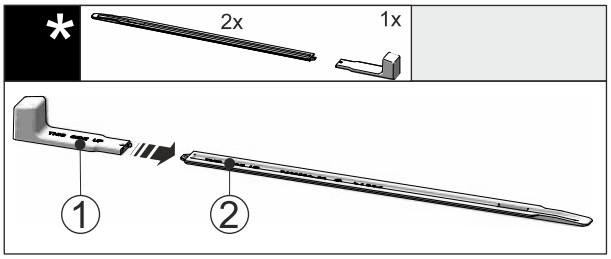

Fig. 48
▶ 将安装手柄 *Fig. 48 (1)* 插到水平导轨 *Fig. 48 (2)* 上。